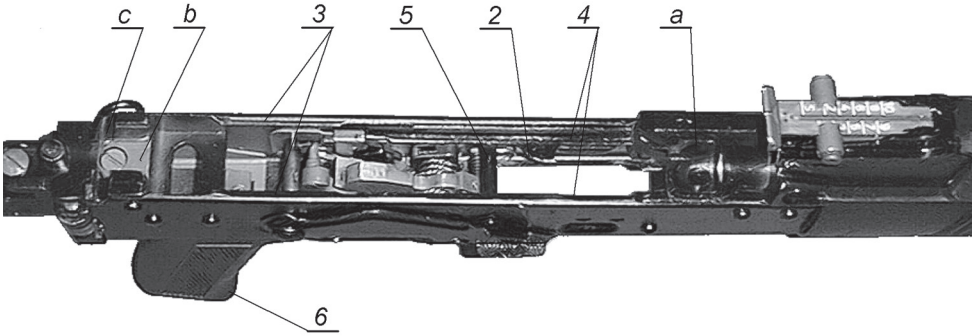

Rys. 48. Komora zamkowa:
Komora zamkowa *(rys. 47 i rys. 48)* łączy części i mechanizmy karabinu i umożliwia zaryglowanie lufy zamkiem.
- wewnątrz - wycięcia (**a**) *(rys. 48)* do ryglowania zamka, których tylne ścianki są oporami ryglowymi, zagięcia i prowadnice **3** do nadania kierunku ruchu suwadłu z zamkiem, wyrzutnik **2** do wyrzucania łusek, rurkę usztywniająca **5** ścianki boczne i występ do zaczepu magazynka;